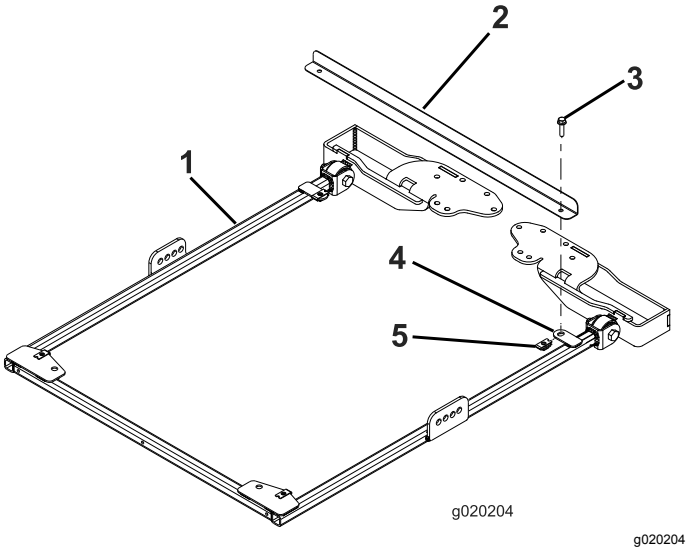

図 34
1. フレームを正しく整列させるために、サンシェードのフレームの後部にある取り付けタブに、フレーム整列バーを取り付けるフランジヘッドボルト5/16 x 1¼"2本を使用して図 34のように取り付ける。